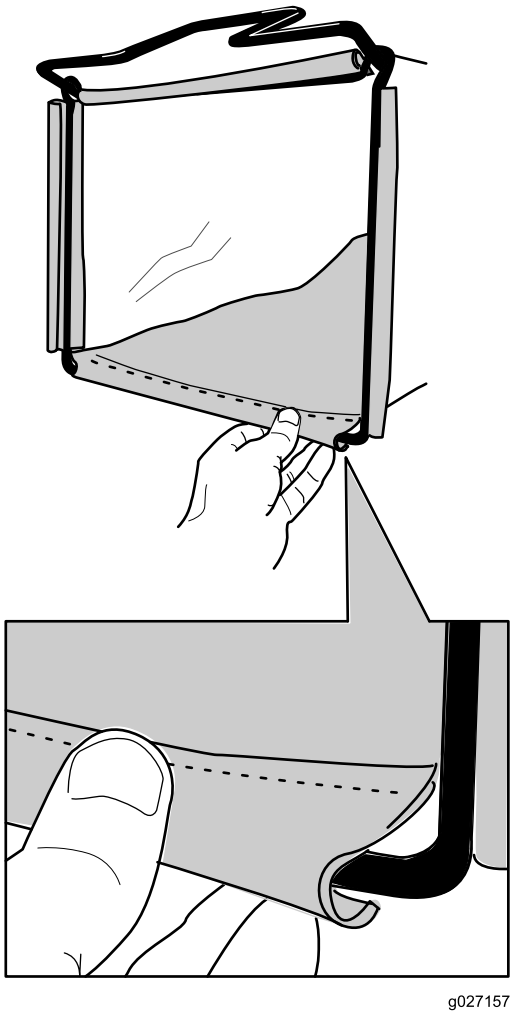

**Figur 12**
2. Sæt posens nederste kanal fast på bunden af stellet (Figur 12).
3. Sæt posens top- og sidekanaler på hhv. toppen og siderne af stellet (Figur 12).